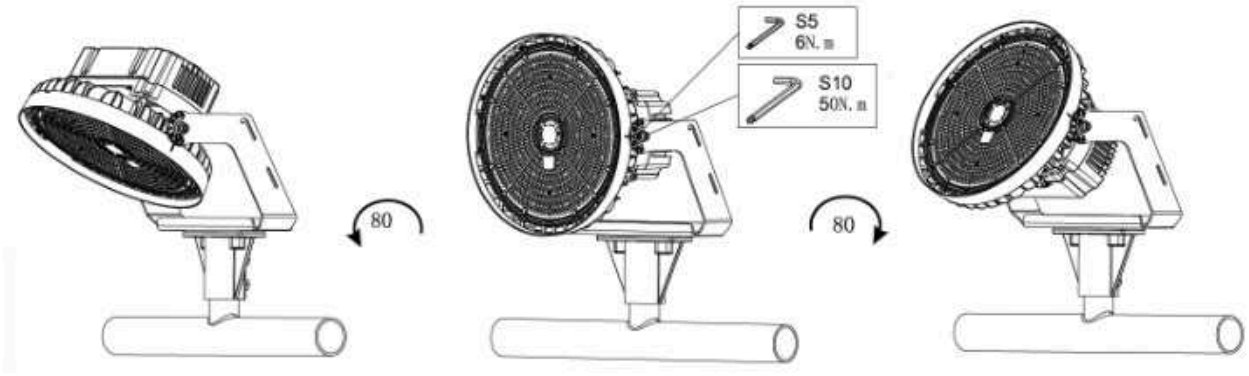

Figure 15
STEP 3: Use an open-end wrench and hex wrench to loosen the screw for adjusting the angle. (Figure 15)